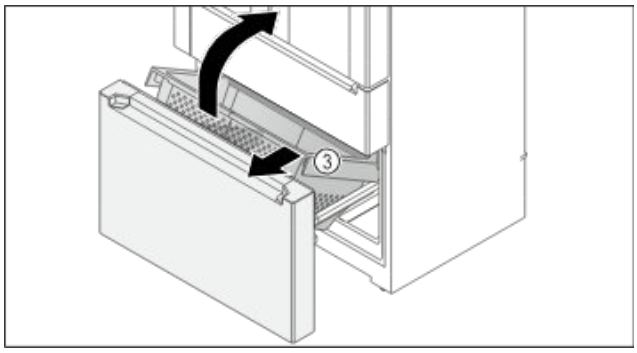

*Fig. 152*
- ▶ Levante el contenedor *Fig. 152 (3)* por la parte delantera.
- ▶ Retire el contenedor *Fig. 152 (3)* en diagonal hacia delante.